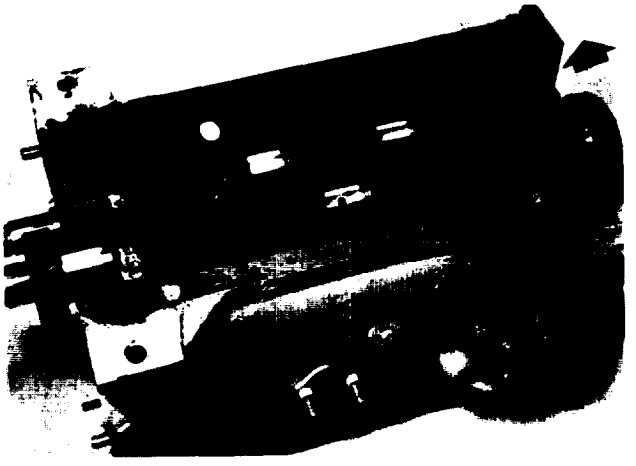

Figure 5-55. Crankshaft Removal
v. Remove crankshaft by lifting upward out of crankcase, exercising care to prevent damage to machined surfaces. See figure 5-55.